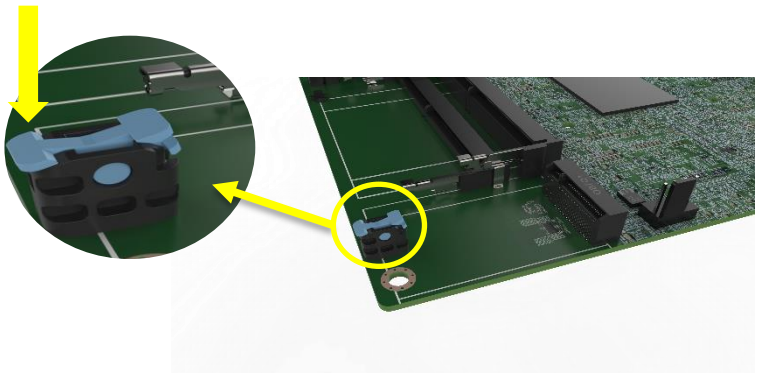

Figure 4-6: Press the Retainer
Step 1: Press the retainer down as shown below. (See **Figure 4-6**)
Step 5: If you want to remove the M.2 module, you should press the retainer down as described in Step 1 to release the M.2 module. (See **Figure 4-6**)